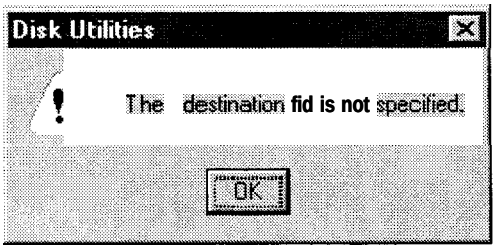

FIGURE 4-131. DISK UTILITIES NO DESTINATION SPECIFIED DIALOG WINDOW
(1) If the user executes the Copy command without specifying a destination disk, a message box is displayed (Figure 4-131) and the command is not sent.